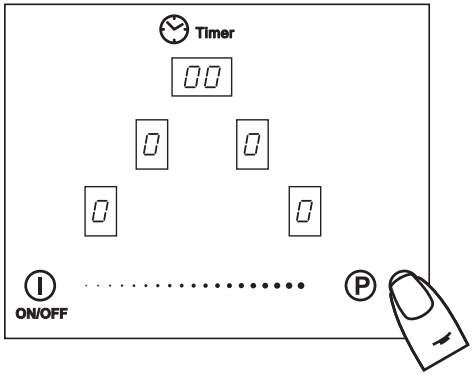

Рис.18
Функция «пауза» позволяет временно останавливать процесс приготовления пищи, сохраняя все установки. Для этого необходимо коснуться зоны ⑦ (рис. 18), звучит звуковой сигнал, загорится точка.